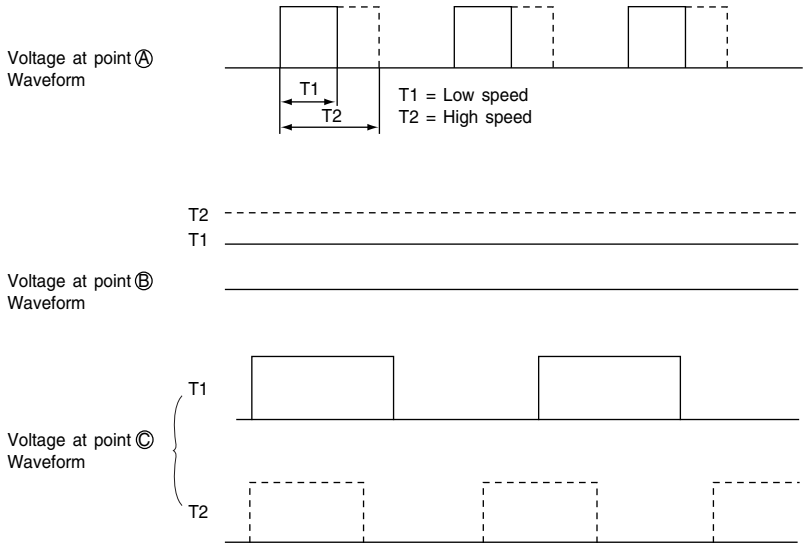

Fig. 7-2
- For the point Ⓐ, 15.7 kHz PWM pulse will be output from the pin ㉔ on the micro computer as shown in Fig. 7-2. The pulse range will vary with different command speed.